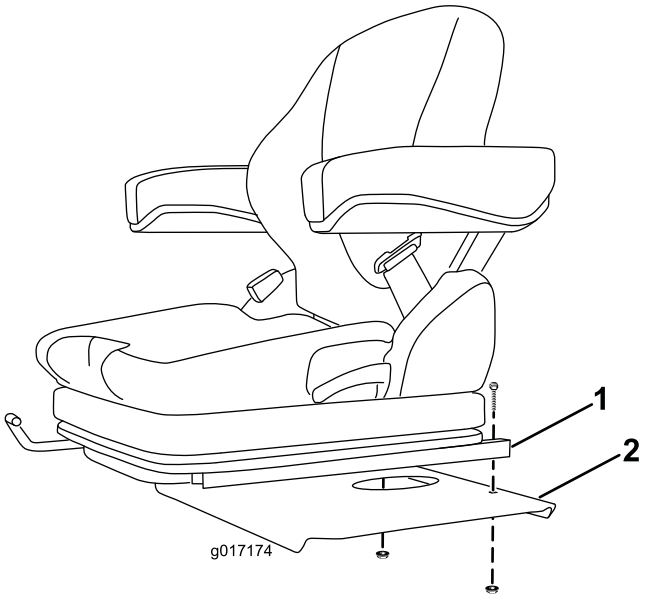

Bild 8
1. Befestigen Sie die Rückseite jeder Sitzführung mit einer Schraube und einer Bundmutter an der Sitzplatte (Bild 8).